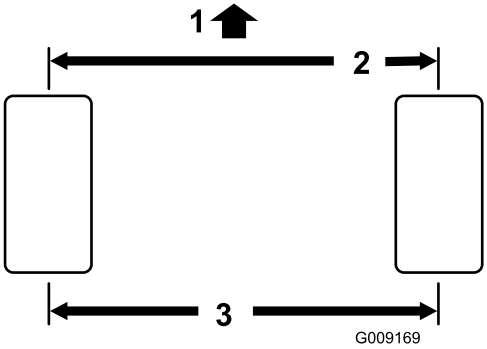

**Figur 56**
2. Mät avståndet från mitt till mitt (vid axelhöjd) framtill och baktill på styrhjulen (Figur 56).